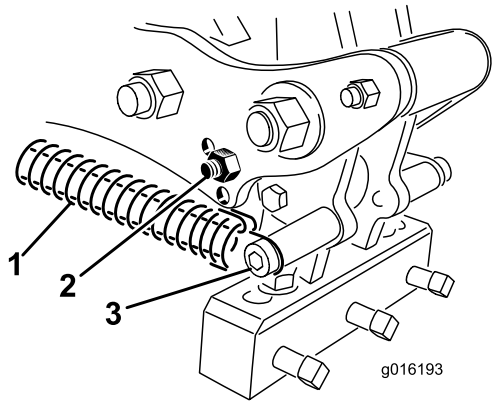

Rysunek 36
3. Odłącz sprężynę napinającą od głowicy z zębami (Rysunek 36).
4. Odkręć śrubę ogranicznika i zdejmij ogranicznik z ramienia łączącego, po czym włóż go w drugi otwór regulacyjny (Rysunek 36).